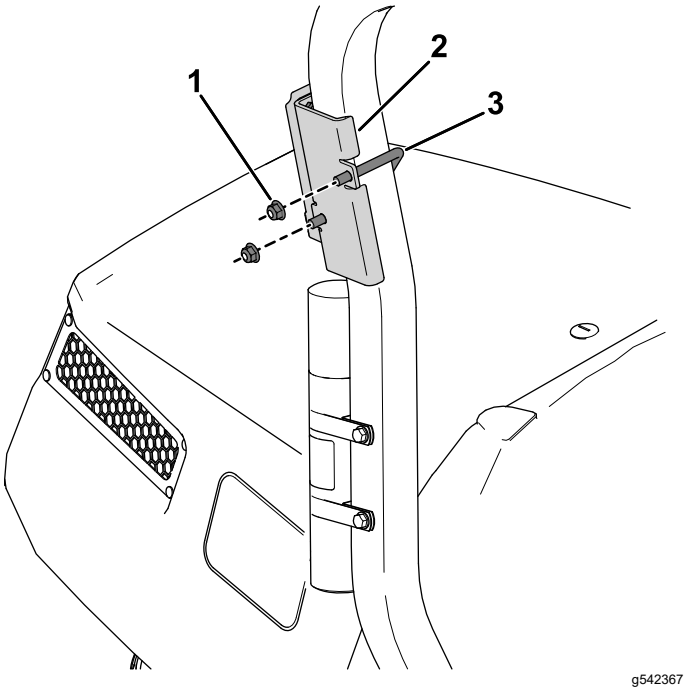

Figur 12
2. Använd en U-skruv och 2 flänsmuttrar (⅜ tum) för att fästa enhetsfästet i området ovanför det manuella röret på störtbågen (Figur 12).